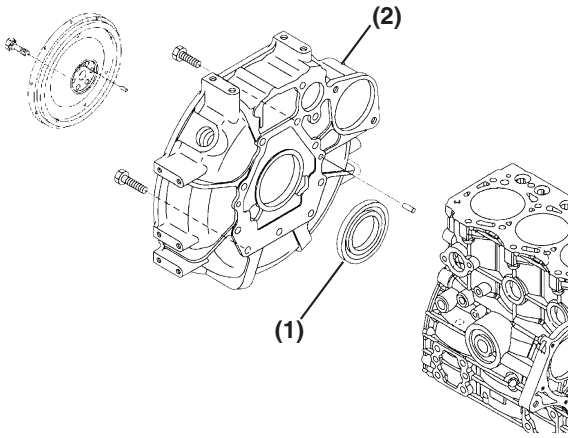

Figure 6-62
4. Remove the rear oil seal **(Figure 6-62, (1))** from the flywheel housing **(Figure 6-62, (2))**.
5. Apply a continuous bead of ThreeBond Liquid Gasket No. 1212, Yanmar Part No. 977770-01212 to the outside diameter of a new oil seal **(Figure 6-62, (1))**.
6. Install a new seal in the flywheel housing **(Figure 6-62, (2))** with the lip facing in away from the flywheel. Apply lithium grease to the lip of the seal.